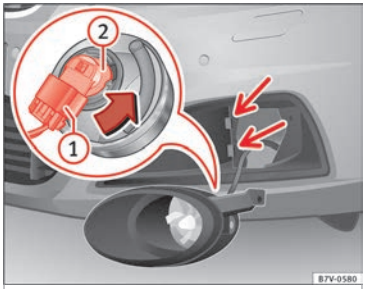

Fig. 111 Changing the bulbs in the headlights
3. Tilt the headlight slightly forward and extract it from its lateral attachments ››› Fig. 111 (small arrows).
4. Release the connector ››› Fig. 111 (1) and remove it.
5. Rotate the bulb holder ››› Fig. 111 (2) to the left all the way, in the direction of the arrow, and pull it out backwards together with the bulb.
8. Insert the connector ››› Fig. 111 (1) on the bulb holder (2). The connector must audibly click into place.
9. Place the headlight into its position ››› Fig. 111 (small arrows) and tilt it backwards.